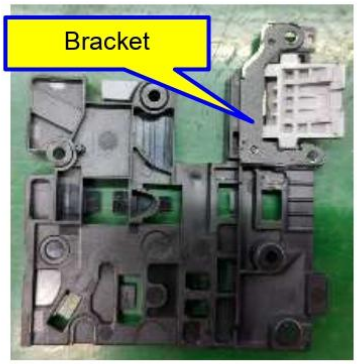

Figure 1
1. Remove RJ Bracket. (Figure 1)